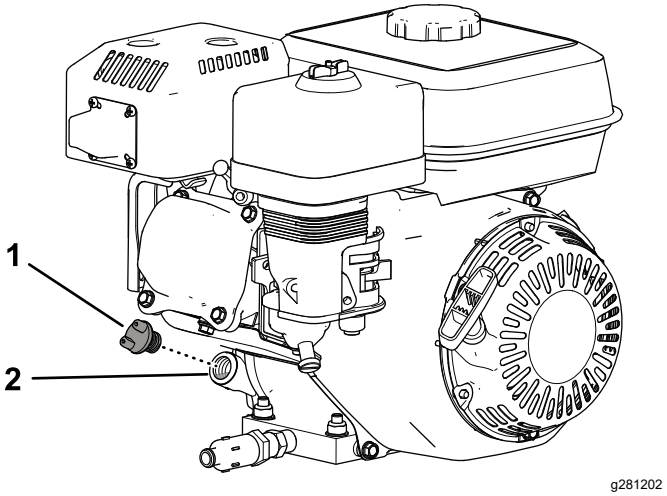

Рисунок 27
2. Очистите поверхность вокруг крышки маслозаливной горловины (Рисунок 27).